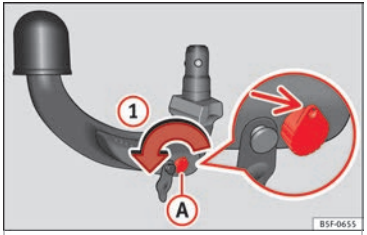

Fig. 214 Paso 1
- Gire la llave en el sentido de la flecha (1) hasta que la parte agujereada de la llave llegue a su posición superior ››› fig. 214 (flecha).